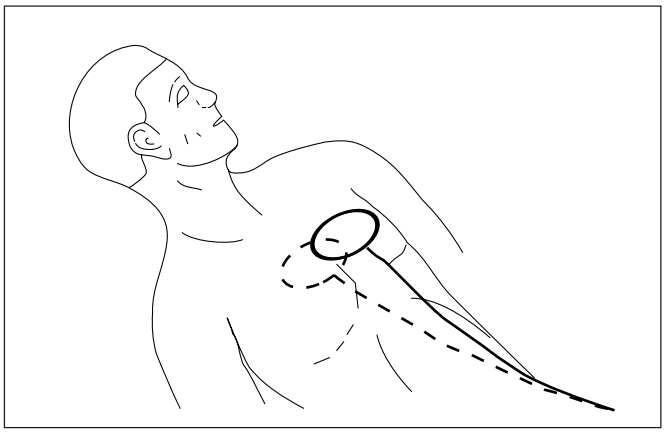

Bild 10.3-3. Anterior-posterior-Applikation
- Applizieren Sie die Rückenelektroden (+) im linken Skapularbereich und die Brustelektroden (-) nahe der linken, unteren Sternum-Ecke (Bild 10.3-3).